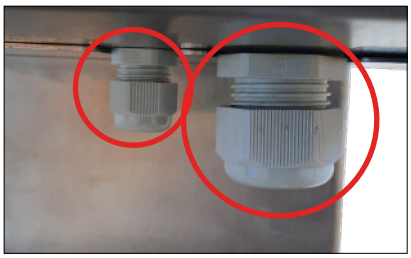
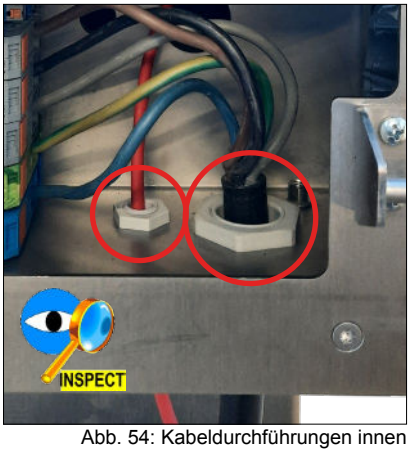

Abb. 55: Kabeldurchführungen außen
Abb. 54: Kabeldurchführungen innen
1. Kabeldurchführungen der DCW15 auf festen Sitz und Beschädigungen überprüfen: Abb. 54 und Abb. 55.